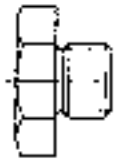

Fig. 68
11. Swing the bottom of the ram cylinder by 90° to the right and remove it complete with the sleeve valve from the housing (see Fig. 68).